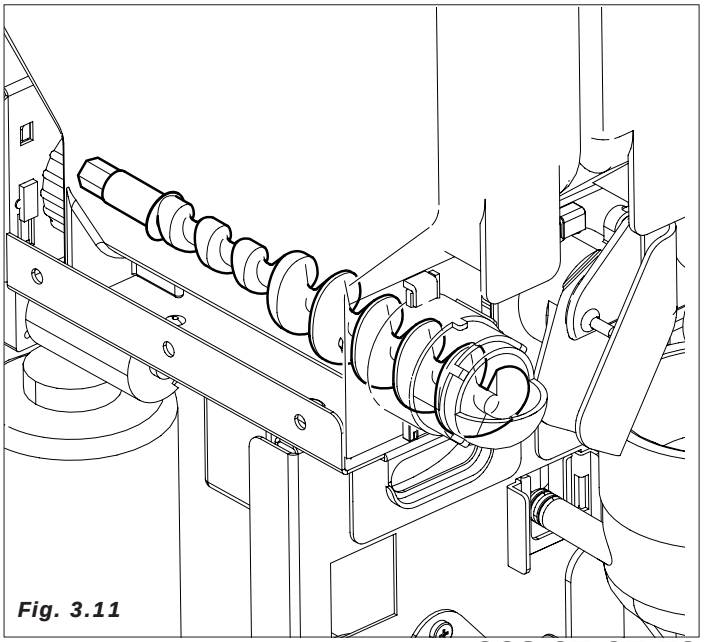

Fig. 3.11
– Se activa el motorreductor de producto soluble haciendo girar la espiral del contenedor de producto y dispensando sobre la batidora la dosis programada, (en algunas versiones, primero se dispensa el producto sobre la batidora) *(Fig.3.11)*